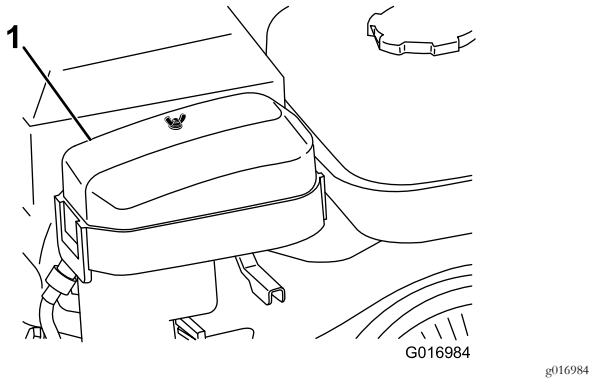

**Figur 25**
2. Afmonter vingemøtrikken på luftfilterdækslet, og fjern dækslet (Figur 25).